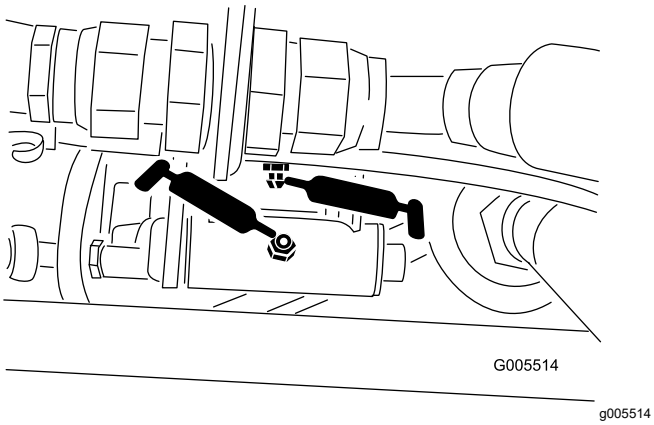
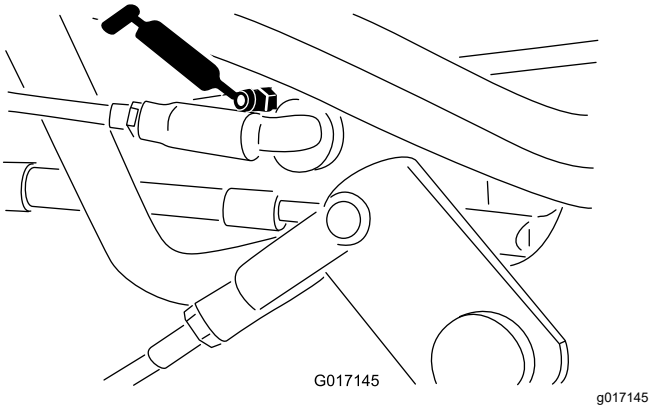

Figura 38
Figura 39
- Acoplamiento del selector de velocidad (Figura 38 y Figura 39)